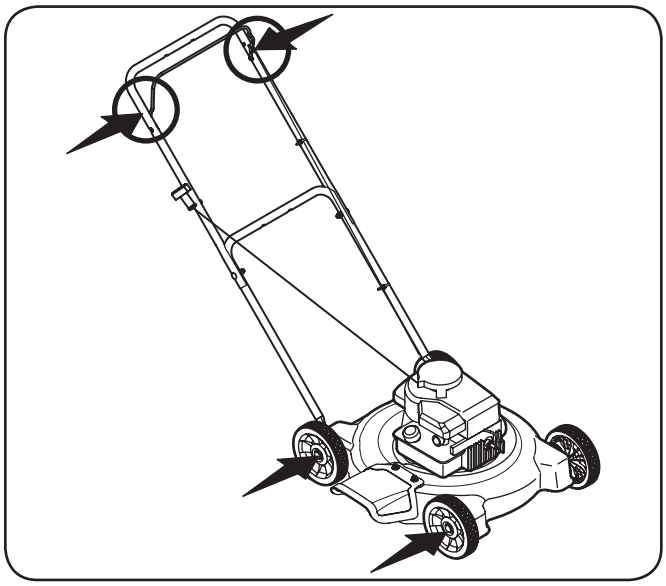

Figure 6-1
1. Lubrique con aceite ligero los puntos de pivote del control de la cuchilla al menos una vez cada estación. El control debe funcionar libremente en ambas direcciones, Figure 6-1.
2. Lubrique las ruedas por lo menos una vez por temporada con aceite ligero o aceite para motor. Sin embargo, si las ruedas se quitan por cualquier razón, debe lubricar la superficie del cerrojo de árbol y la superficie interna de la rueda con aceite ligero, Figure 6-1.